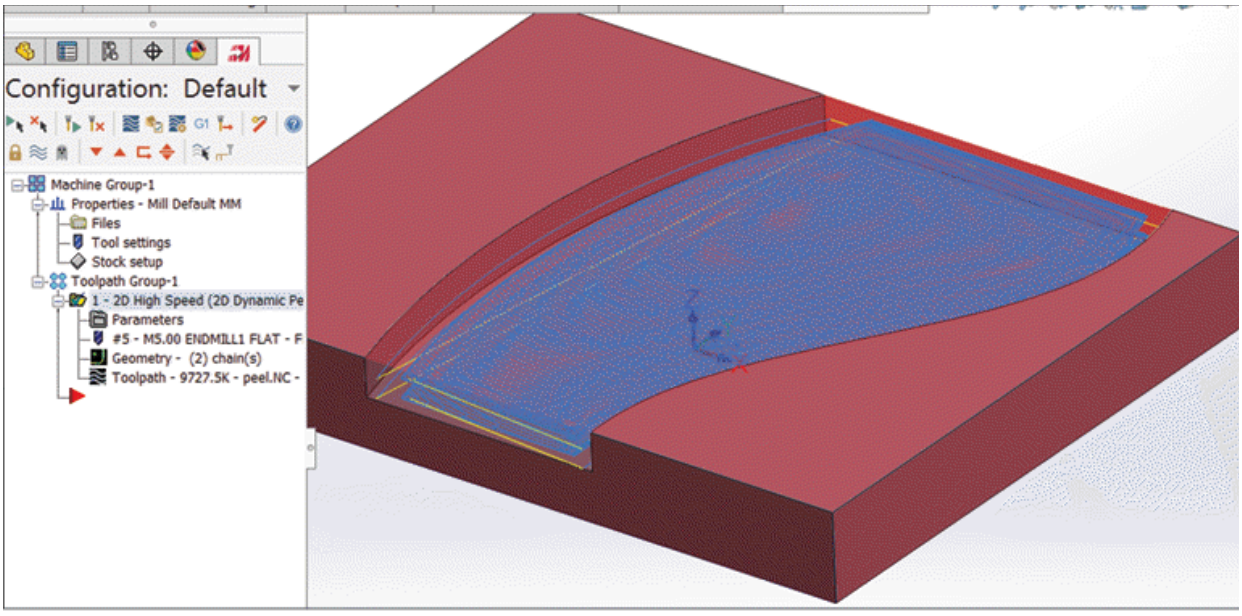

Figure-46. Toolpath for peel
- Specify the parameters in the dialog box as discussed earlier. Note that you can extend the entry and exit path of tool by using the options in **Cut Parameters** page of this dialog box. Set desired parameters for Micro lift in cut parameters to define small distance by which tool moves upward to help clear chips and reduce heat buildup. After specifying parameters, click on the **OK** button from the dialog box. The toolpaths will be generated; refer to Figure-46.